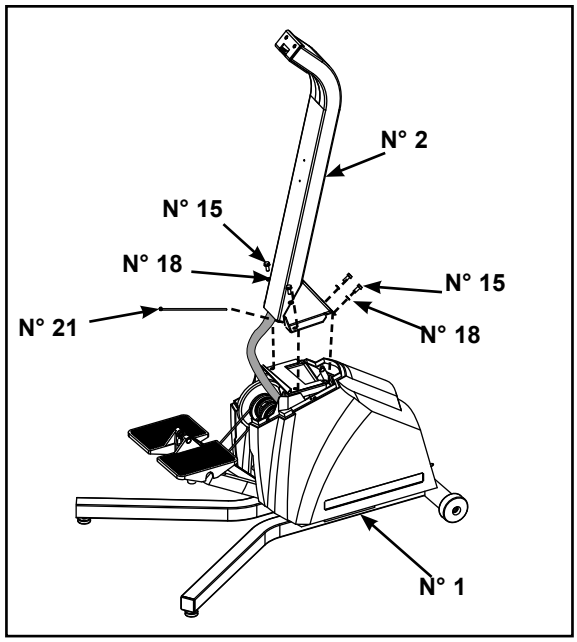

Figure 3
A. Repérez la monture de la console (n° 2), les quatre vis 5/16-18 X 0,75 po (n° 14) et les quatre rondelles 5/16 po (n° 18). Reportez-vous à la figure 3.
C. À l'aide d'une clé à fourche de 1/2 po, fixez le montant de l'afficheur (n° 2) à la base (n° 1) en utilisant les quatre vis 5/16-18 X 0,75 po (n° 14) et les quatre rondelles 5/16 po (n° 18). Reportez-vous à la figure 3.
D. Repérez le lien métallique (n° 21) et fixez le câble de l'afficheur au montant (n° 2). Reportez-vous à la figure 3.